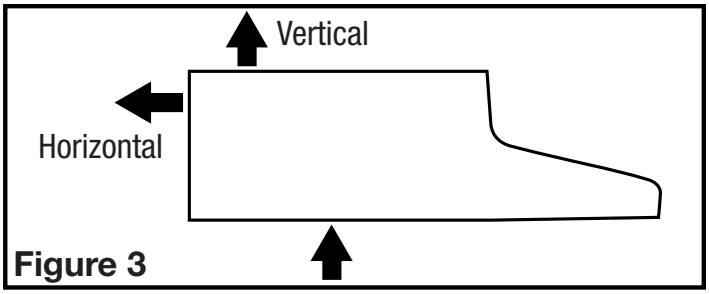

Figure 3
1. Choose the type of ducting you will require. This model is equipped to vent either Vertically or Horizontally through a 3-1/4" x 10" duct. It can be modified to vent through a 7" round duct with the addition of a model E-22a or RDC7 Duct Collar (not included) **(Figure 3).**